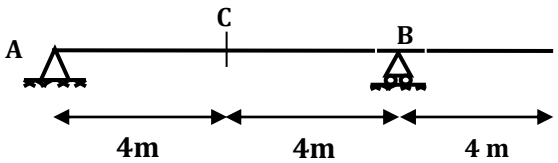

Fig. 3
Q.5 **(a)** Construct the Influence line for the beam as shown in **Figure 3**. For the following: (a) Reaction at A (b) Reaction at B (c) Shear at Point C. **14**